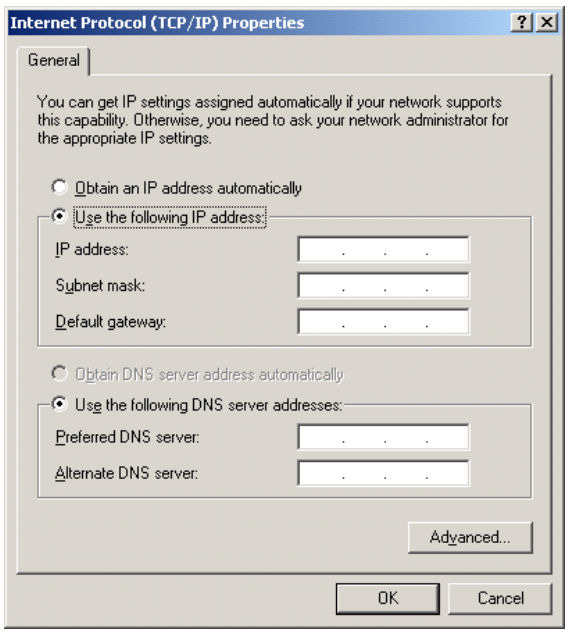

Figure 49: Select: Use the following IP address
4. Select **Use the following IP address** and define *IP address* and *Subnet mask* if the front port is used and if the *IP address* is not set to be obtained automatically by the IED, see Figure 49. The IP address must be different from the IP address chosen for the IED.